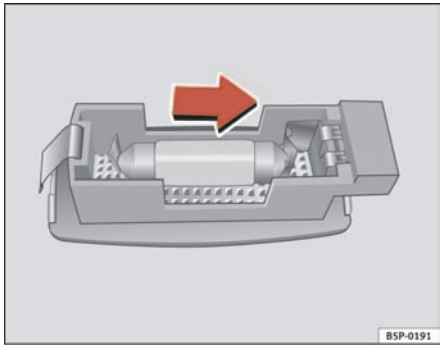

Fig. 193 Removing sunroof light
– Carefully remove the lamp, using the flat side of the screwdriver, as shown in the figure. ⇒ fig. 193.
– Remove the lamp, moving it in the direction of the arrow and outwards. ⇒ fig. 193 ■